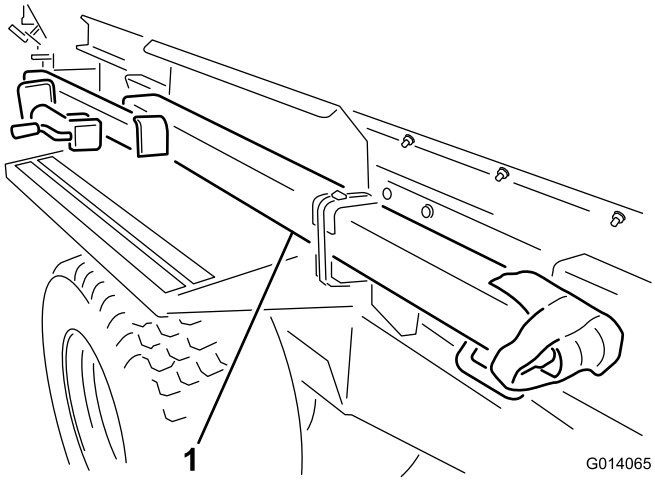

**Figur 3**
3. Flyt bugsertrækket fra leveringspositionen ved at overskære begge stropperne, der fastgør det til skærmen (Figur 3). Afmonter begge monteringsbeslag fra skærmen, og kasser dem.